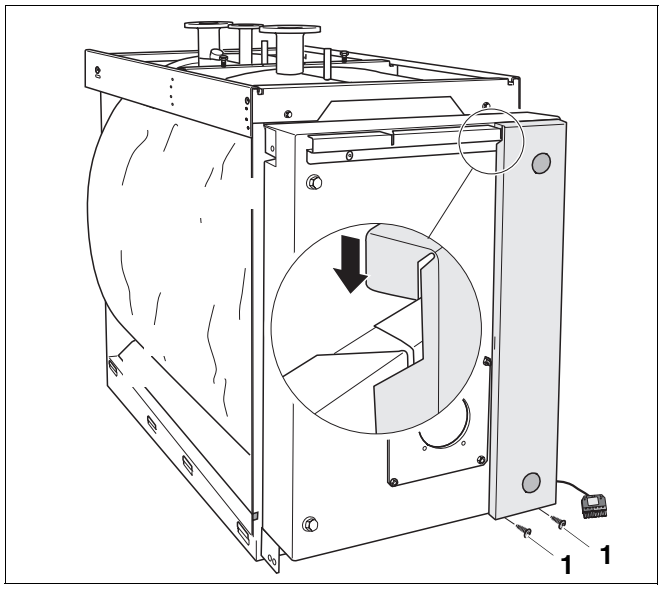

Rys. 27 Montaż prawej osłony
- Włożyć prawą osłonę od góry w profil poprzeczny i przymocować od dołu przy pomocy 2 śrub samogwintujących M5×10 (rys. 27, **poz. 1**).